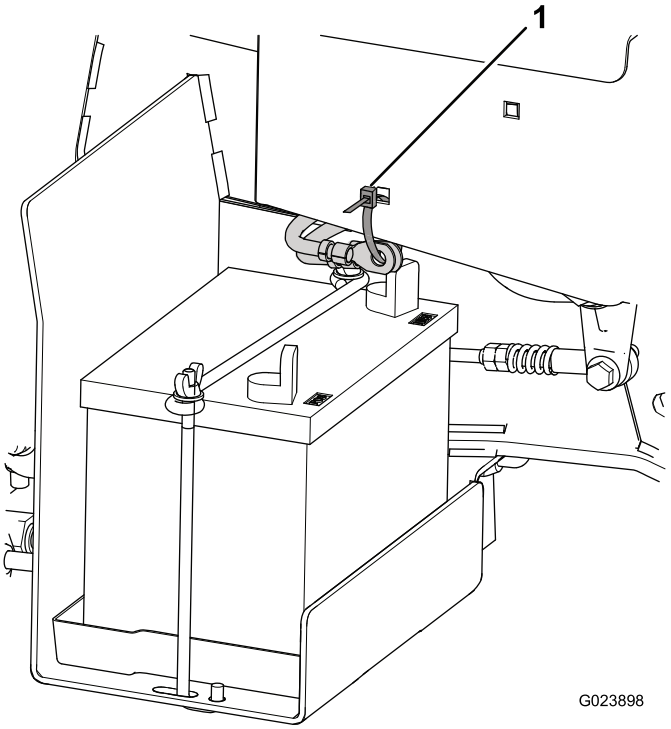

**Figur 4**
1. Kapa kabelbandet som fäster batterikablarna vid ramen och släng kabelbandet (Figur 4).